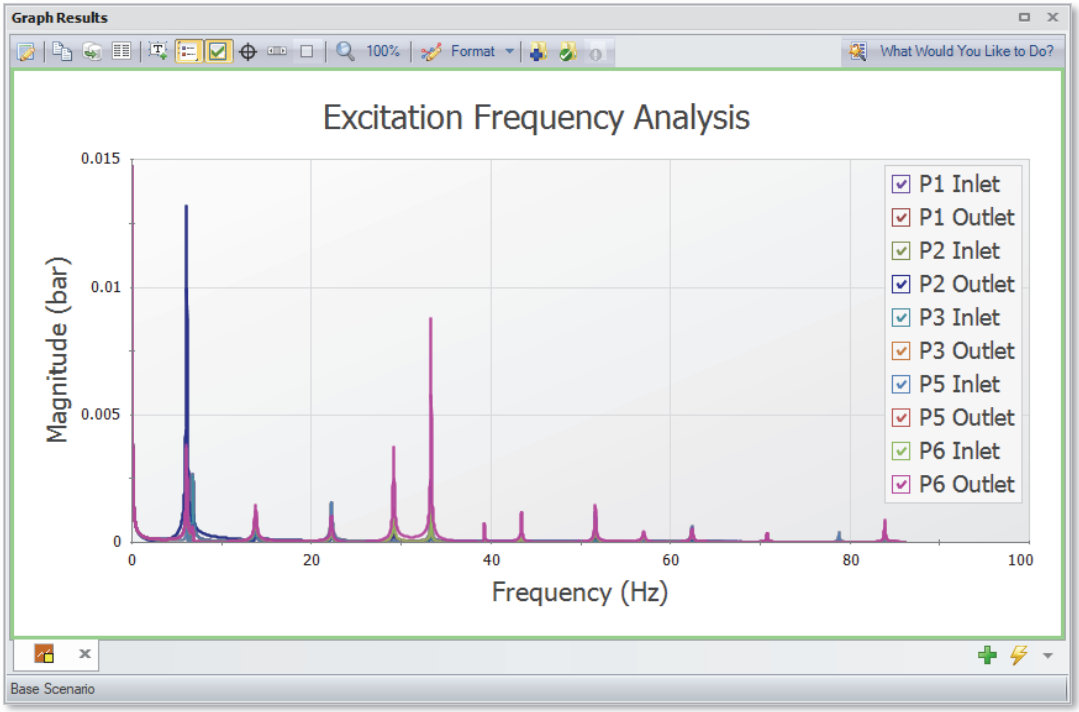

Figure 6.15 Excitation Frequency Analysis graph
4. Click Generate. The resulting graph (shown in Figure 6.15) represents the frequencies that are excited by the pulse defined in the Pulsation Setup window.
From the graph in Figure 6.15, we see that there are several frequencies that produce a large pressure magnitude. Points on the plot with a large response magnitude are easily identified by finding local maxima on the graph. These maxima are the acoustic frequencies that will most excite the system at the selected stations.
Note that the graph in Figure 6.15 can quickly be changed to display the magnitude on a logarithmic scale in order to allow for easier viewing of the magnitude behavior changes with a changing frequency. To view the Excitation Frequency Analysis graph with the magnitude displayed on a logarithmic scale, generate the frequency graph as discussed above. Right-click on either axis and select the box next to Logarithmic.